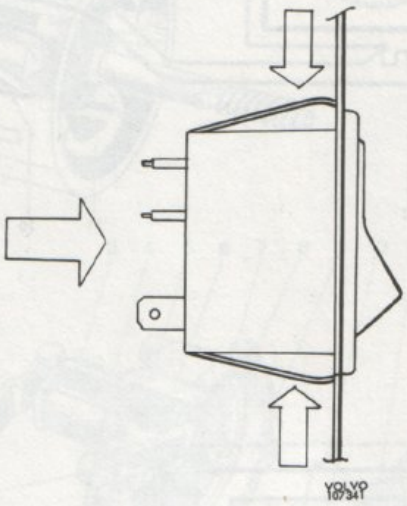

Bild 159. Borttagning av vippströmställare
1. Vippströmställaren bild 159 demonteras genom att från instrumentbrädans baksida trycka ut strömställaren.